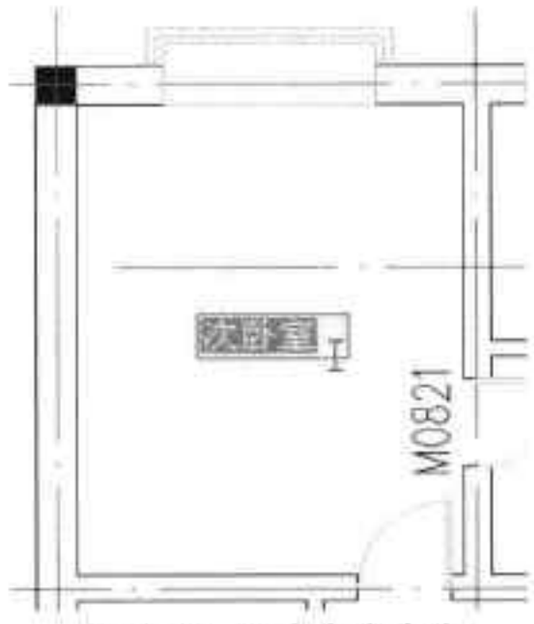

图17-6 更改文本内容
Step 03 双击输入的文本内容，在打开的文本框中，用户可对其文本内容进行更改，如图17-6所示。